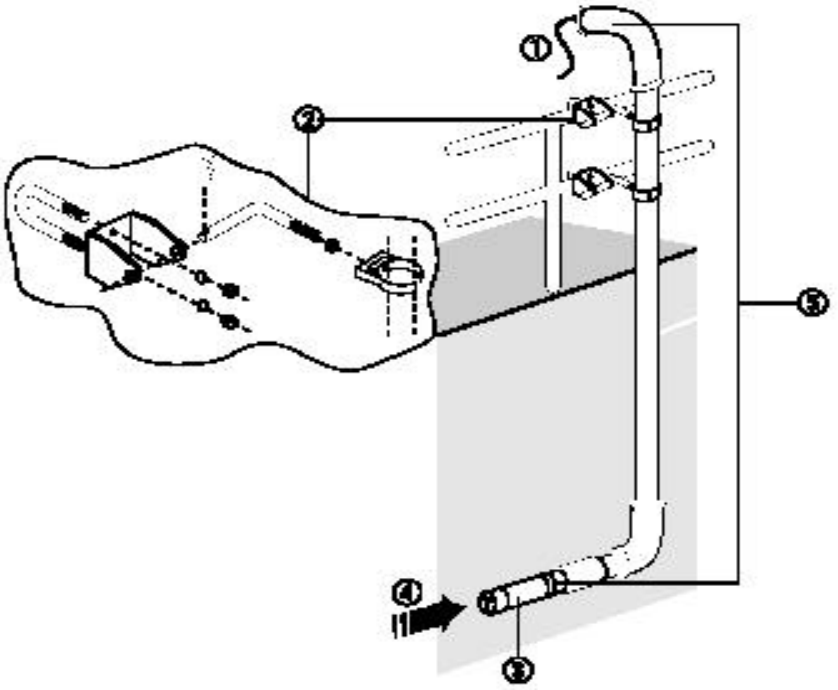

图8 浸没式传感器的安装情形
3、图8所示为使用可供选择的可快速卸载托架的一种典型的安装情形。电缆顺着管路方向铺设，在另一端与发射机连接。